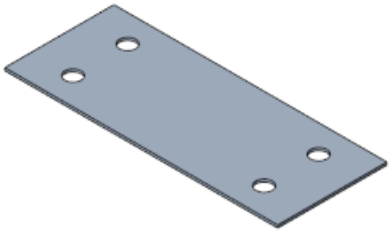

Figure 14-111 *Model after creating the pattern of the hole feature*
1. Create the rectangular pattern of the hole, as shown in Figure 14-111.